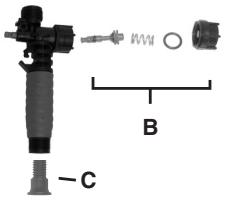

Figure 21
3) Remove the screw cap, spring, and valve body. (B) (Figure 21). Replace worn O-rings and parts. Lubricate the O-rings and reassemble by reversing the steps above. Place the handle groove in the slotted area of the valve body and make sure the locking clip is positioned correctly. Insert the retaining pin. Push down on the handle and release repeatedly to distribute the lubricant evenly. (C) Check filter in end of shut-off valve for debris. Remove filter and flush with water to clean out.